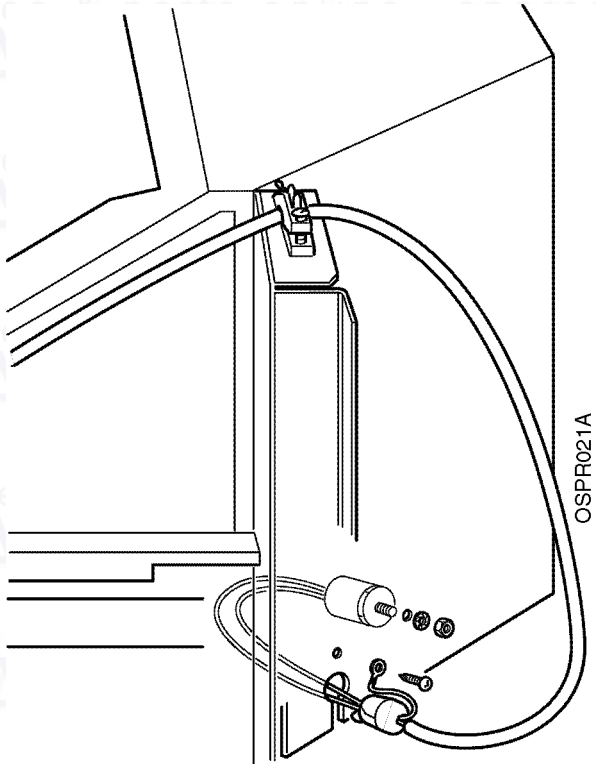

Fig. 16
1. Disconnect the TTB connector, unscrew the TTB thermostat from the draft diverter and open the cable clamp. Unscrew earth connection, see Fig. 16.